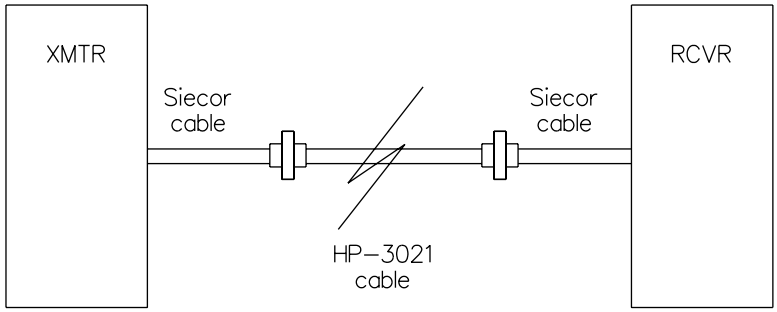

Figure 4: Hypothetical link with intermediate cable
8. Suppose that we insert an intermediate cable between the transmitter and receiver as shown in Fig. 4 by breaking the Siecor cable and attaching connectors. If we were to connect the transmitter fiber to a HP–3021 cable (Specifications for the fiber cables are found in Table 1), *calculate* the connector losses expected due to the NA mismatch. Due to fiber diameter mismatch? Repeat for the connector between the intermediate fiber and the receiving fiber.